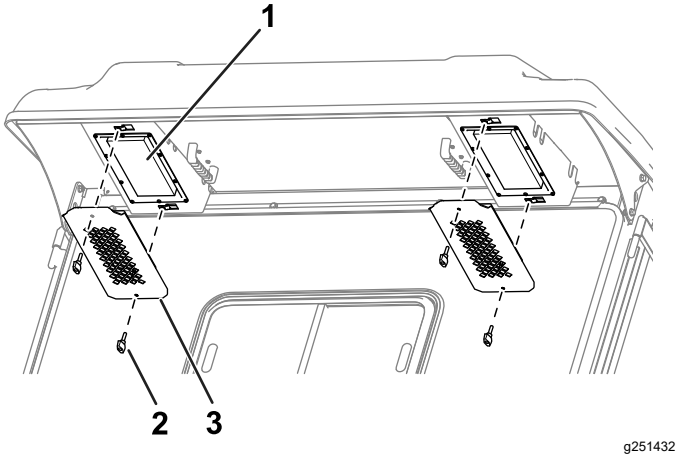

Figuur 83
1. Verwijder de knoppen en roosters van de overhang aan de achterzijde van de cabine (Figuur 83).
4. Gebruik de knoppen en roosters om de filters in de cabine te monteren (Figuur 83).